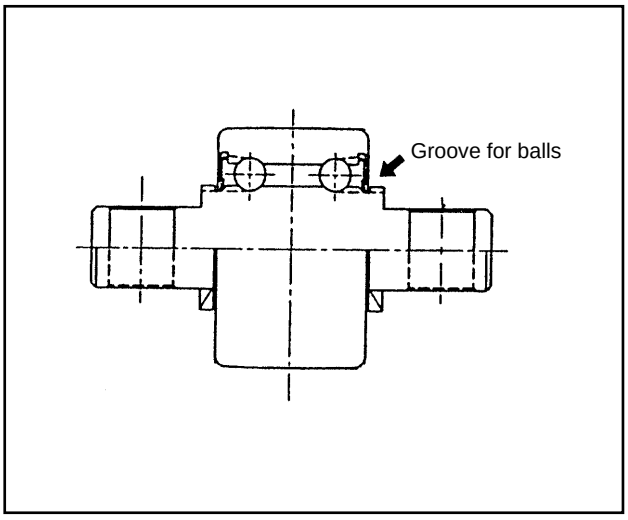

Fig. 8.14 Side Roller
(7) Replacing side rollers
① Remove the side roller assembly. Keep the numbers of the shims and their combination as they were.
② Install a new roller with the shims removed in step ① , pointing the groove for the balls to the shim side. (See Figure 8.14.)
③ If there is excessive looseness between the side roller and inner channel, add the shims between the end roller and side roller, seeing “8.2.5 PROCEDURE FOR ADDING OR SUBTRACTING SHIMS”.